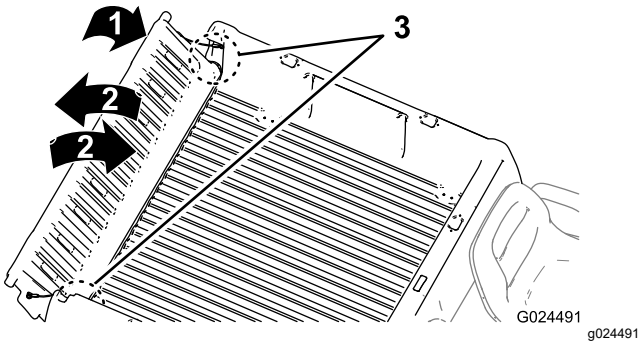

Figuur 17
2. Draai de achterlaadklep ongeveer in de 45°-stand (Figuur 17).
3. Beweeg de achterlaadklep enkele keren heen en weer met korte, schokkende bewegingen (Figuur 17).